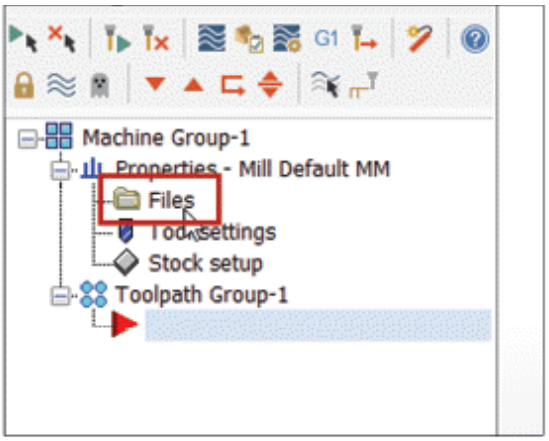
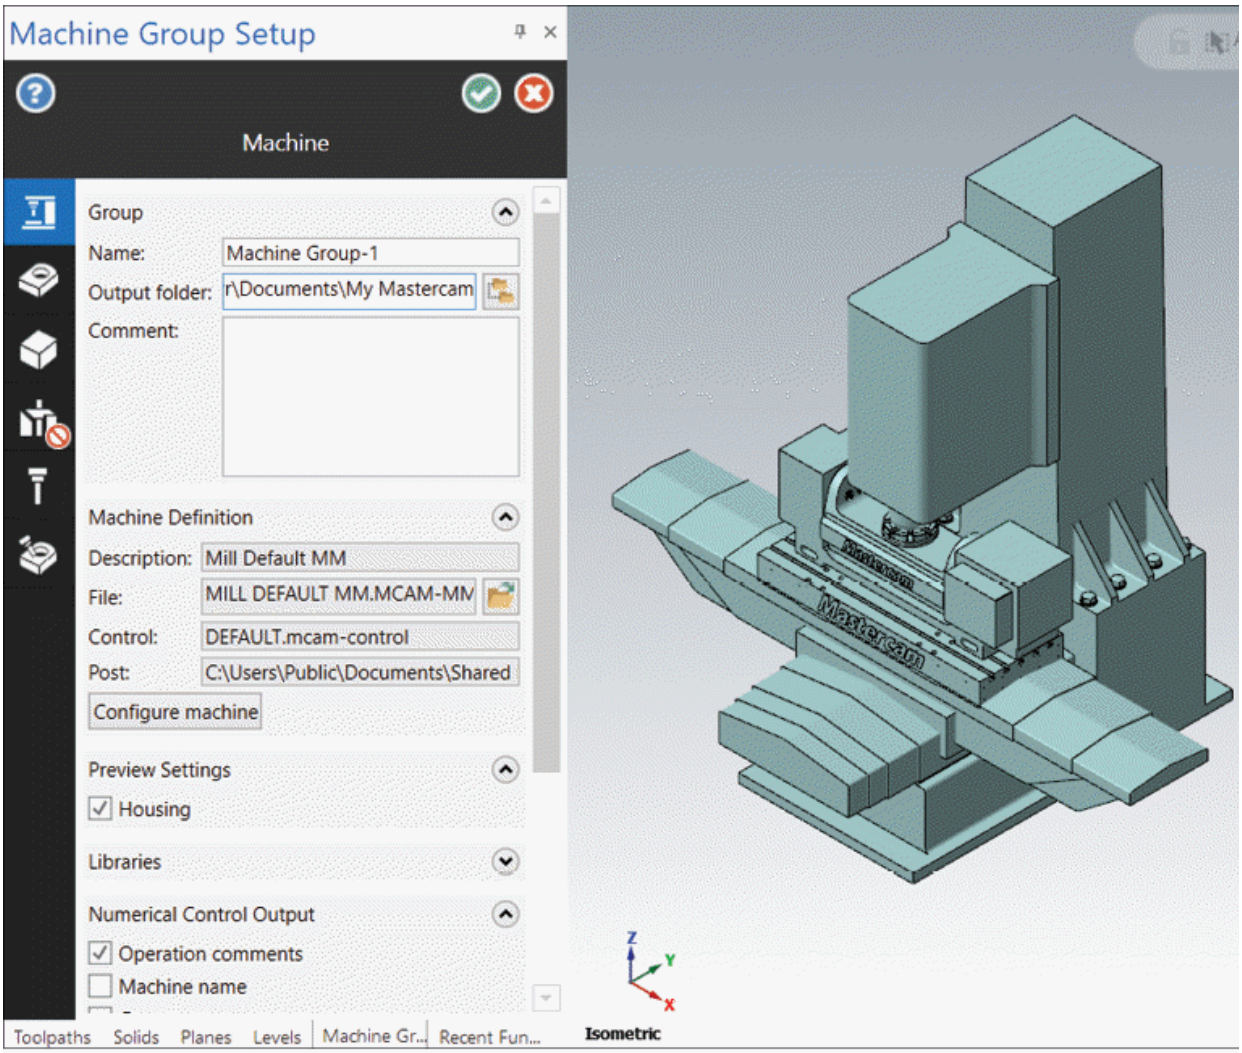

Figure-25. Files option in Mastercam Toolpath Manager
Figure-26. Files tab in Machine Group Properties dialog box
- Click on the **Files** option in the expanded **Properties** node of **Machine** group in the **Mastercam Toolpath Manager**; refer to Figure-25. The **Machine Group Setup Manager** will be displayed; refer to Figure-26.